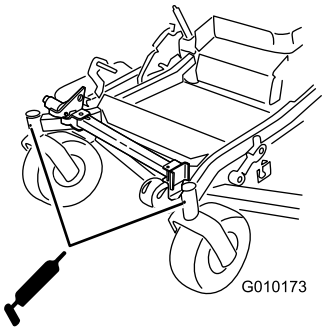

Figur 46
9. Ta ut smörjnippeln ur hålet. Montera sexkantpluggen och dammkåpan (Figur 46).